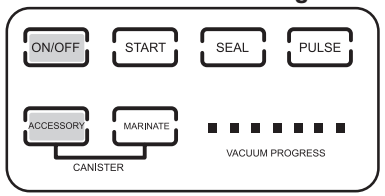

Figure 13
3. Insert one end of the accessory hose into the **Accessory Port** (Figure 13) on the **Vacuum Sealer**.